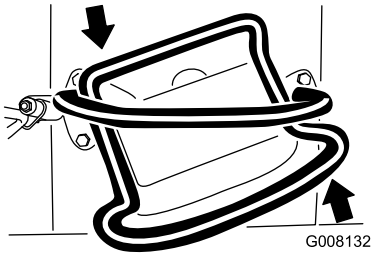

**Figur 9**
- Vrid drivreglaget moturs för att svänga åt vänster (Figur 9).